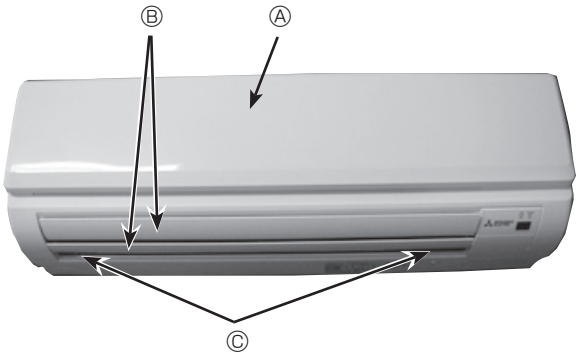

Fig. 6-2
3. Retirer les capuchons de vis du panneau. Retirer les vis. (Fig. 6-2)